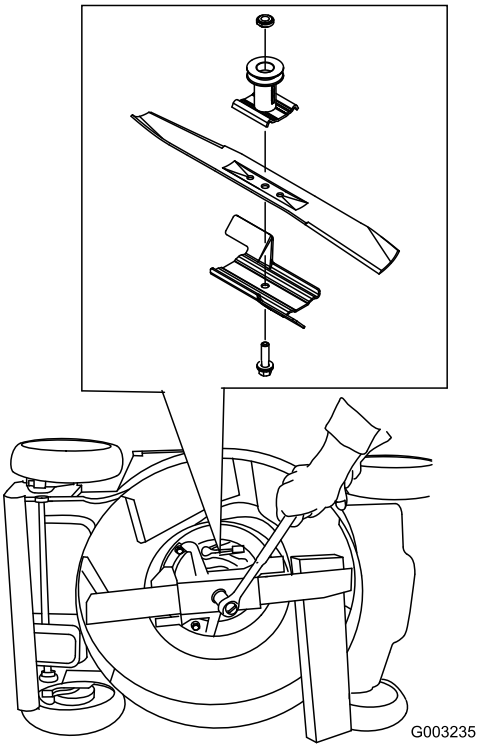

Figur 41
3. Brug en træklods til at holde kniven fast (Figur 41).